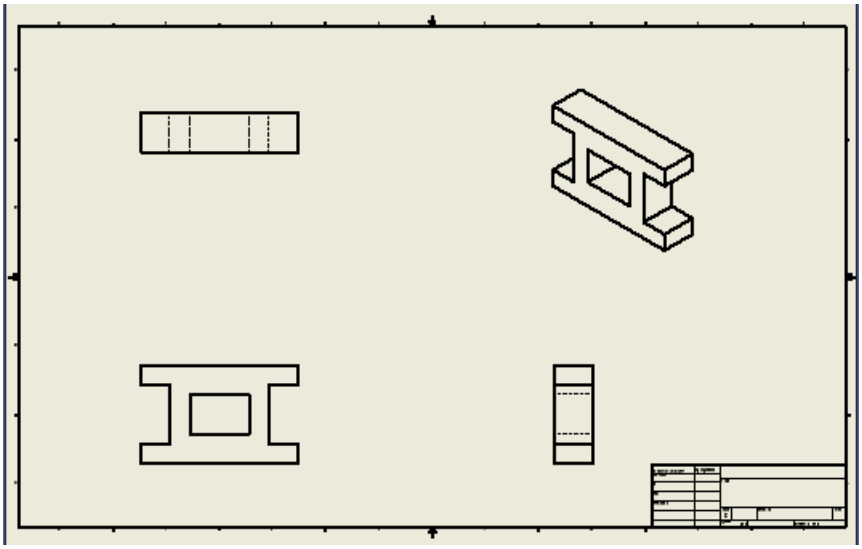

Figure 2-101 *Drawing sheet after generating the drawing views*
5. Similarly, taking the front view as the parent view, generate the drawing of right-side view and the isometric view, as shown in Figure 2-101.